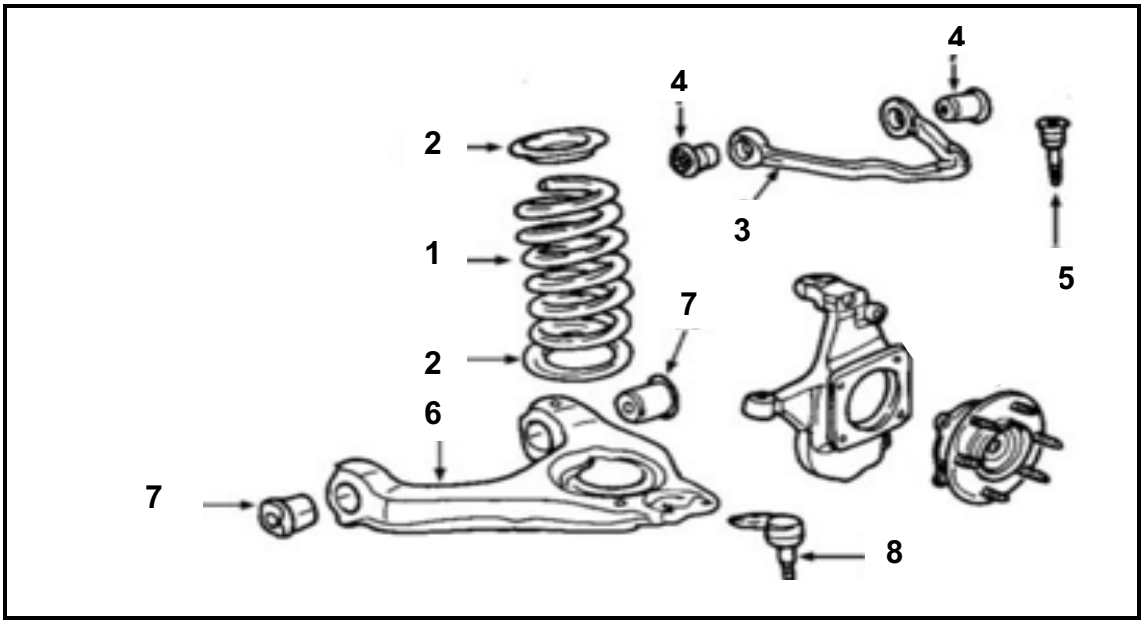

FIGURE 1 (8)
1.4 Name the components indicated in FIGURE 1 by writing only the answer next to the number (1–8) in the ANSWER BOOK.